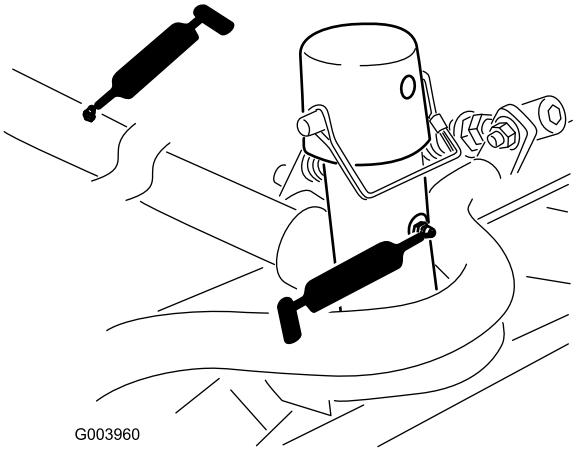

**Figur 47**
- Klippeenhedernes bæreramme og drejetap (2 hver) (Figur 47)